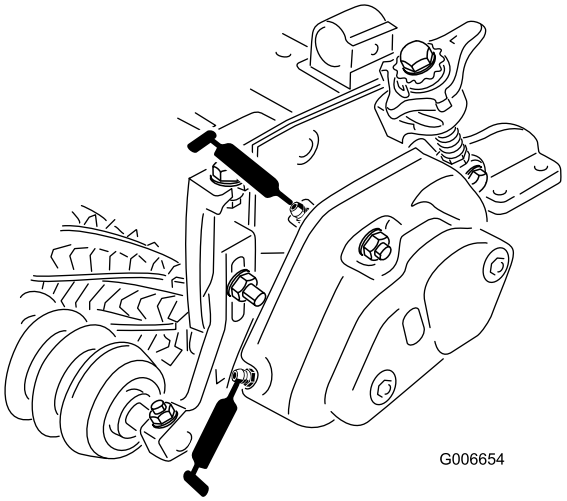

Figur 14
25. Fyll varje cylinderlagerhus med fett (Figur 14). Överskottsfettet sipprar ut mellan de inre tätningarna och skyddstätningarna.
26. Smörj alla trimsatslagren (max. två eller tre pumpslag) (Figur 14). Använd inte för mycket fett då överskottsfett kan medföra att tätningarna slutar att fungera. Torka av överflödigt fett.